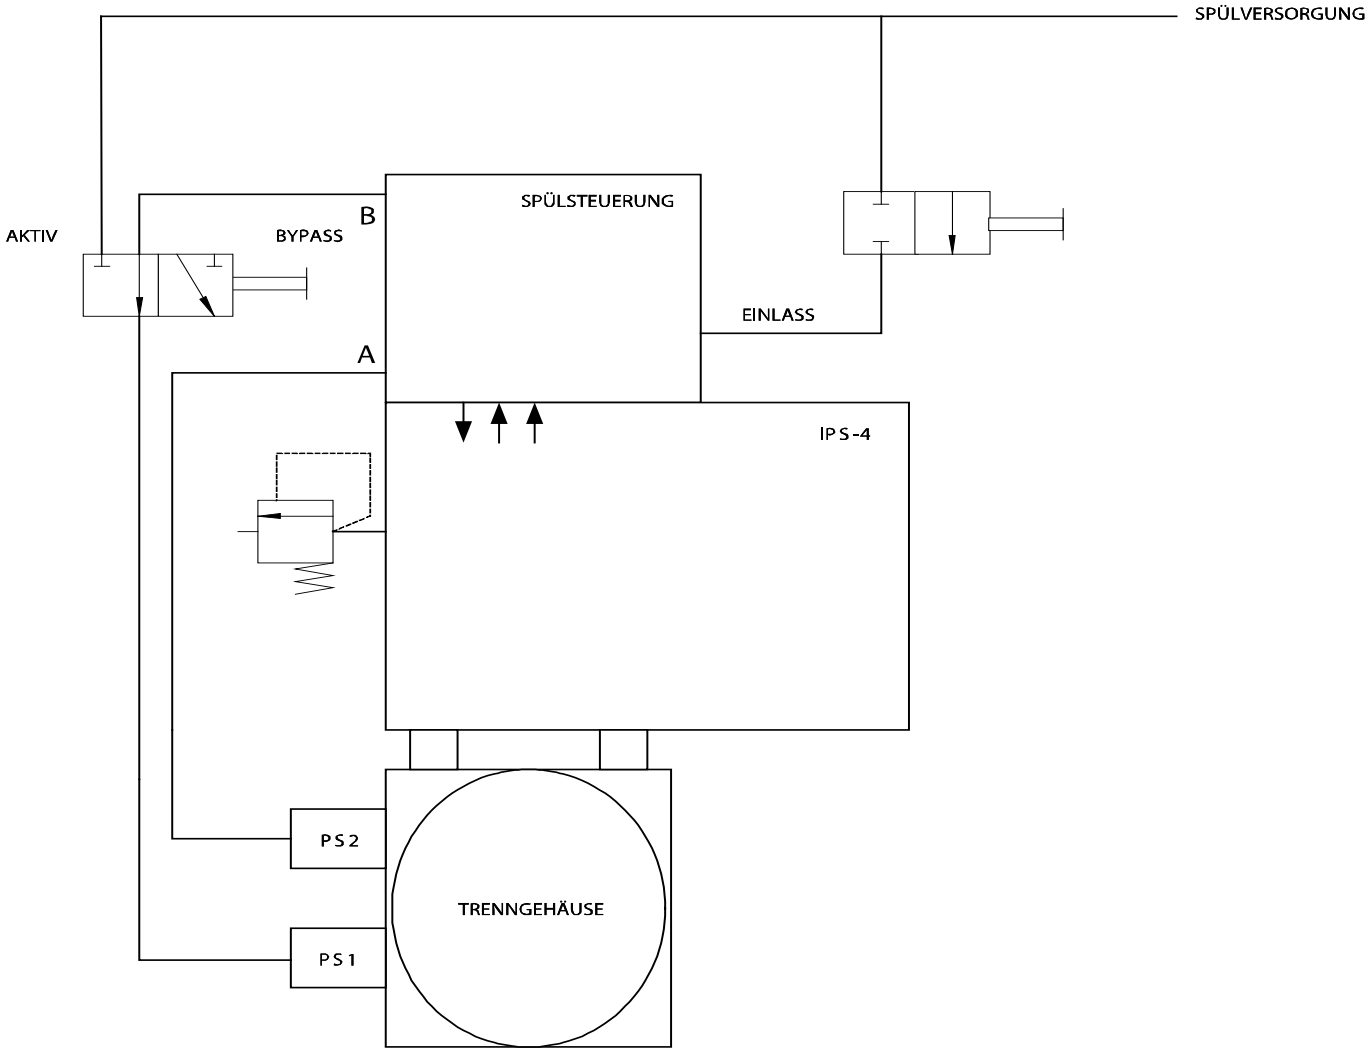

Abbildung 6.
3. Schließen Sie die Luftzufuhr an den 1/4-Zoll-Spülanschluss oben am Analysator an (siehe Abbildung 6).